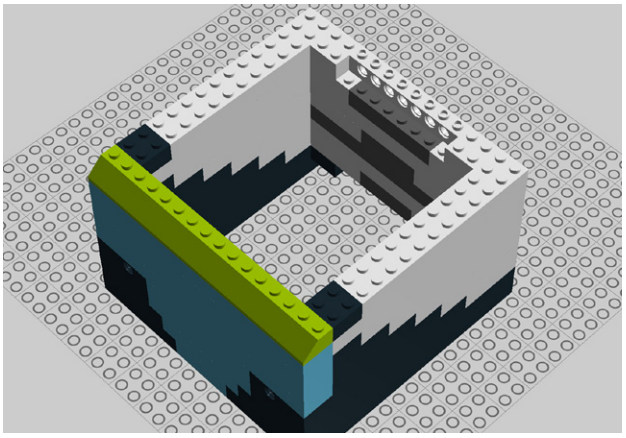

Figure 9-43. *Step 38: Adding translucent slopes*
38. Now we get to work on the sloping part of the lamp. Add two 2x2 and three 2x4 translucent slopes (Figure 9-43).